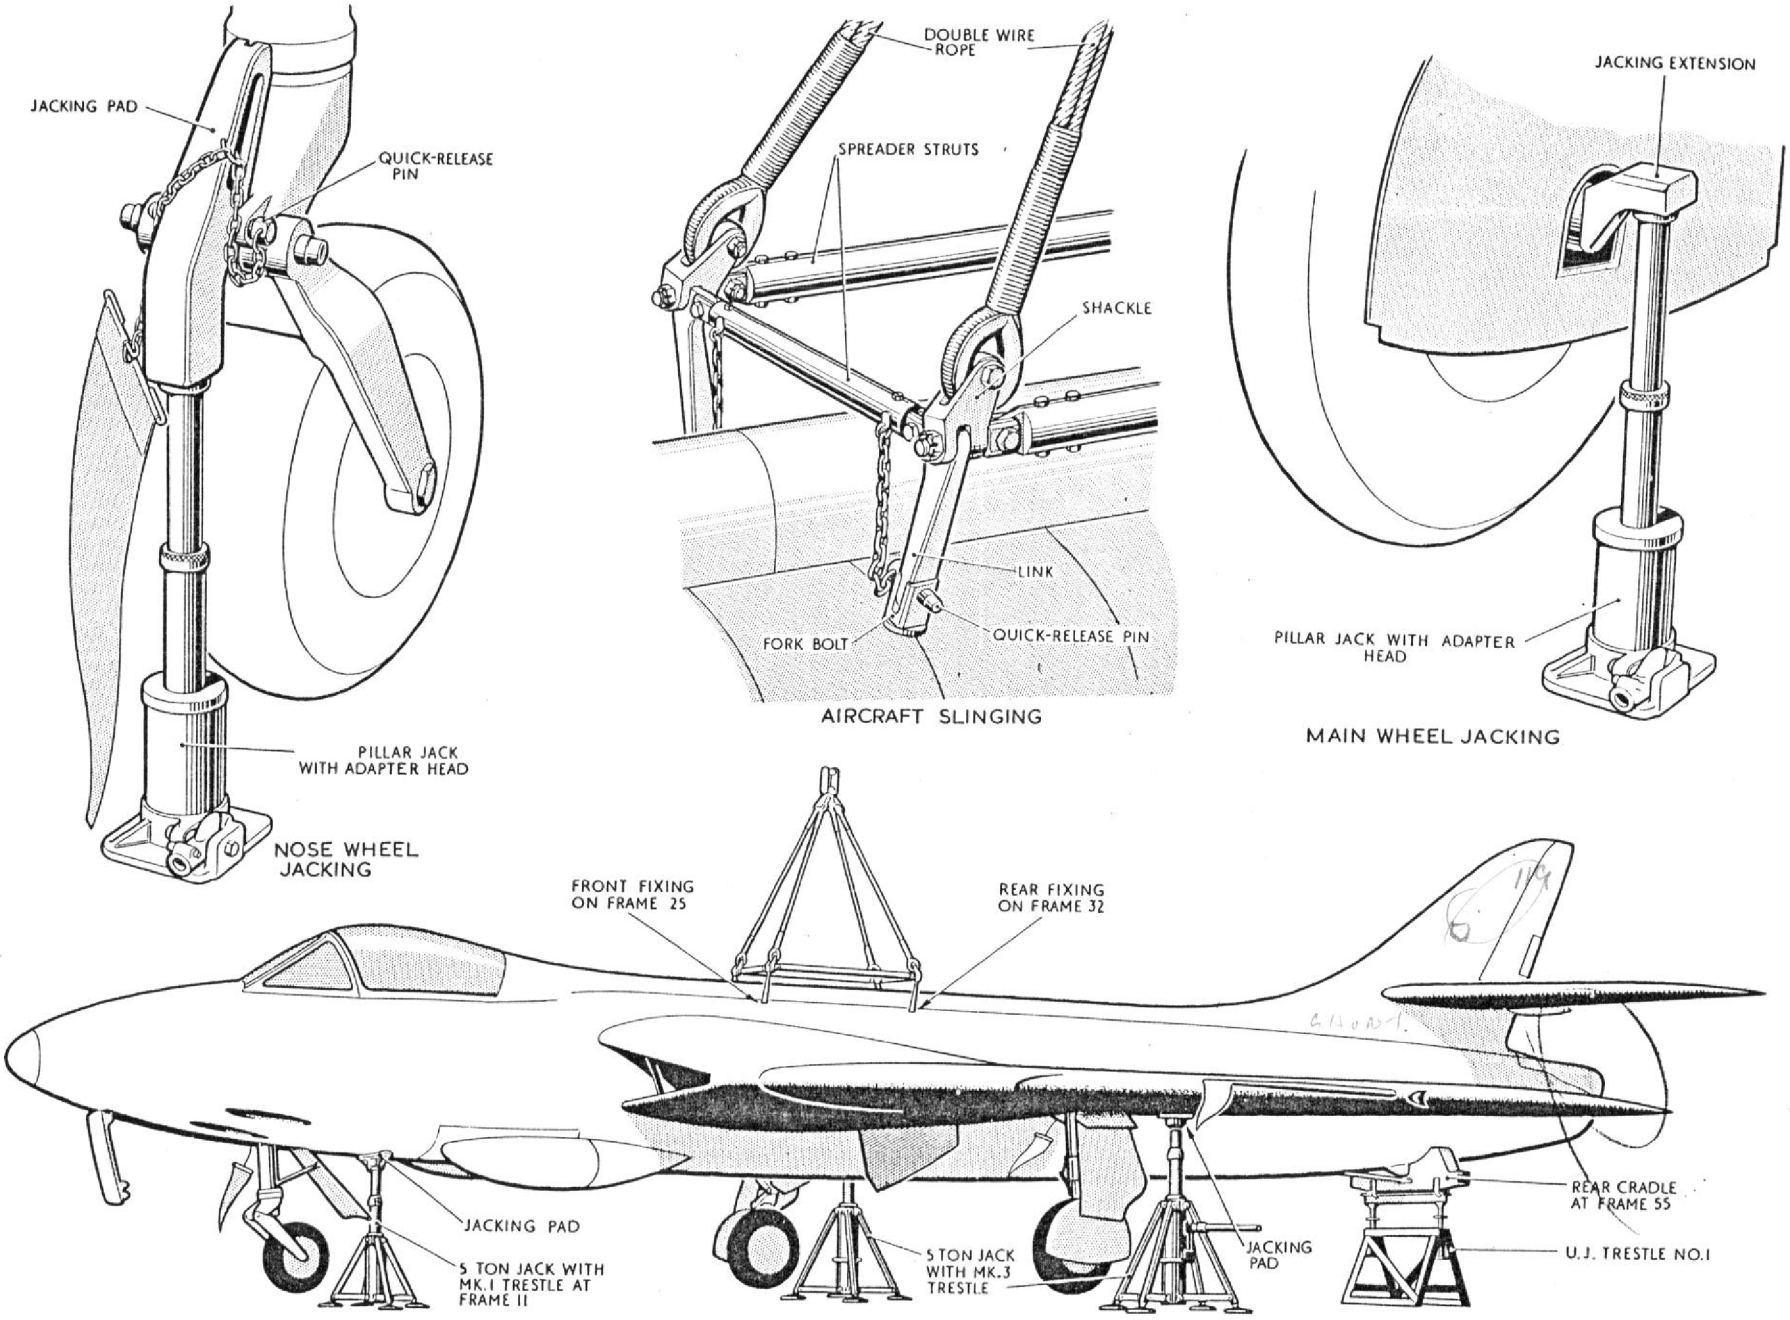

Fig. 4. Jacking, trestling and slinging
(1) Jack up the aircraft *(fig. 4)* and retract the alighting gear.
(2) Position the component trestles to fully support the aircraft.
(3) Remove the outer wings *(Sect. 3, Chap. 2)*, after removing any external stores which may be fitted.
8. The methods to be employed and the jacks, trestles and support beams, etc., to be used when jacking, trestling and slinging the complete aircraft for servicing are illustrated in fig. 4. It should be noted that the fuselage jacking pad has a concave bearing surface and must not be interchanged with the wing jacking pad which has a flat bearing surface.